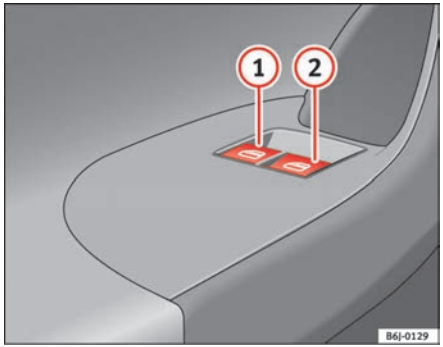

Fig. 48 Detail of driver door: controls for the front windows.
Buttons ⇒ page 81, fig. 48 (1) and (2) have two positions for opening the windows and two for closing them. This makes it easier to open and close windows to the desired position.